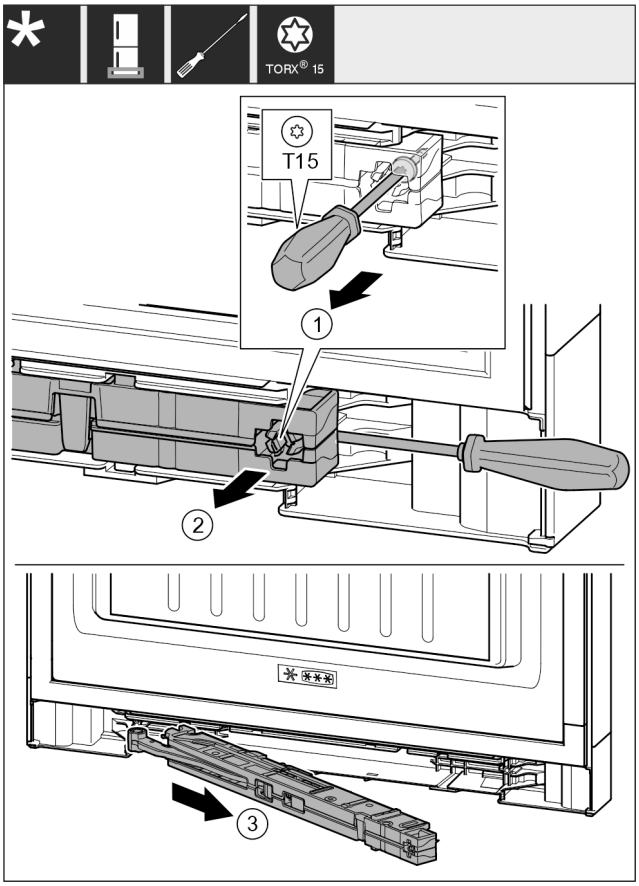

Fig. 21
- ▶ Use screwdriver to loosen the screw *Fig. 21 (1)* on the closing damper unit by 14 mm.
- ▶ Lever the closing damper unit *Fig. 21 (2)* forwards on the handle side using a screwdriver.
- ▶ Pull out the closing damper unit *Fig. 21 (3)*.